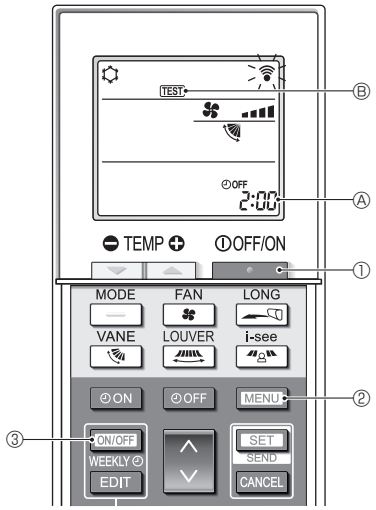

Fig. 7-5
7.2.2. Using wireless remote controller (Fig. 7-5)
■ **Test run (Fig. 7-5)**
1. Press the [ ] button ① to stop the air conditioner.
- If the weekly timer is enabled (WEEKLY is on), press the [ON/OFF WEEKLY] button ③ to disable it (WEEKLY is off).
2. Press the [MENU] button ② for 5 seconds.
3. Press the [MENU] button ②.